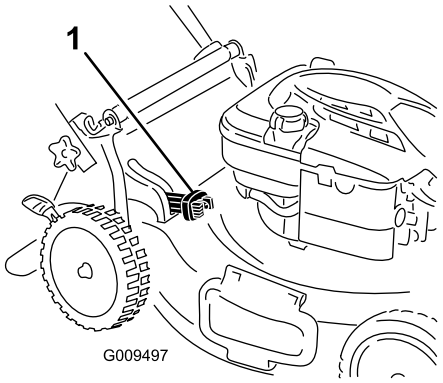

**Figuur 15**
- Als u het gras en de bladeren wilt opvangen, druk dan op de knop van de grasvangerhendel en beweeg deze naar voren tot de knop op de hendel naar boven klikt (Figuur 15).